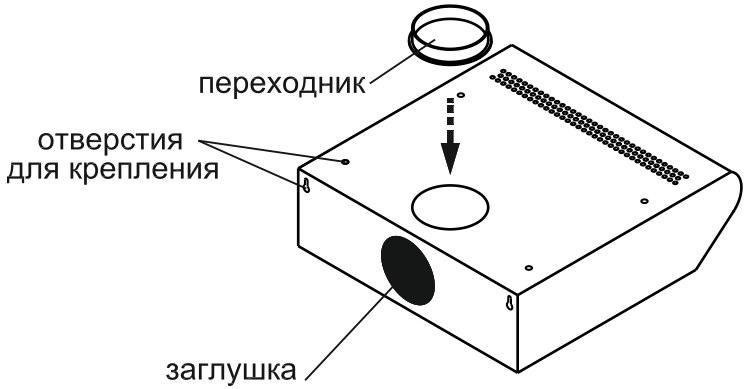
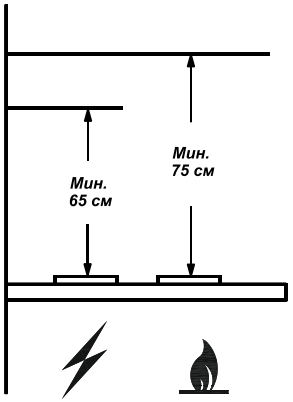

РИС. 6
РИС. 1
При установке зонта соблюдайте указания п.1.2 (рис.1). Разметьте и просверлите четыре отверстия, согласно отверстиям для крепления на верхней панели корпуса зонта вытяжного (рис. 6). Затем прикрепите зонт к полке.
- присоедините к изделию воздуховод. Соединение осуществляется с помощью специального пластикового переходника, который вы найдете внутри корпуса изделия. Зафиксируйте переходник в верхнем положении (рис. 6).
- Заглушкой (рис. 6) закройте отверстие на задней стенке изделия.
1.2 Устанавливайте зонт на высоте, как показано на рис. 1.
4.6 Зонт устанавливайте над плитой в соответствии с рис. 1.